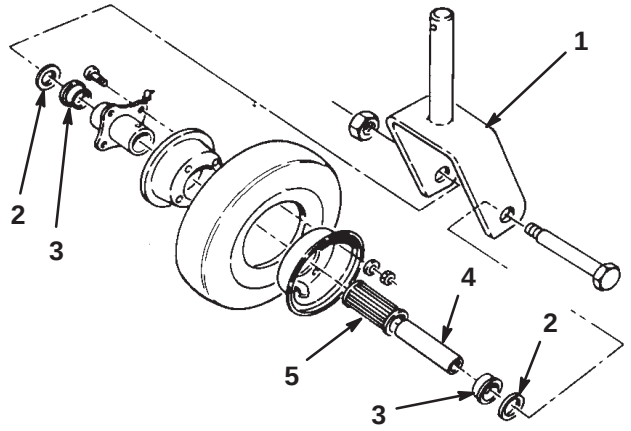

Figure 26
1. Remove the locknut from the capscrew holding the castor wheel assembly between the castor fork (Fig. 26). Grasp the castor wheel and slide the capscrew out of the fork.
2. Tip the wheel to the side and allow the spanner bushing (Fig. 26) to fall out.
3. Remove one bearing retainer from the wheel hub and allow the bearing to fall out. Remove the bearing retainer from the opposite side of the wheel hub (Fig. 26).